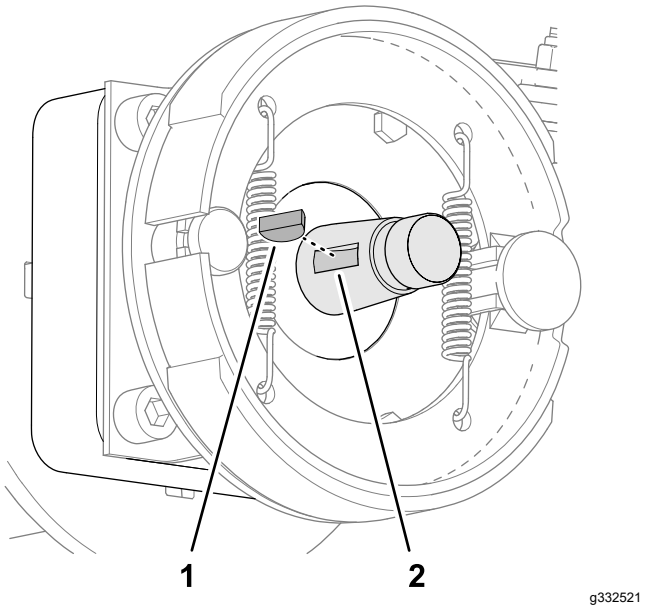

Figuur 66
5. Verwijder de schijfspie van de wielmotoras (Figuur 66).